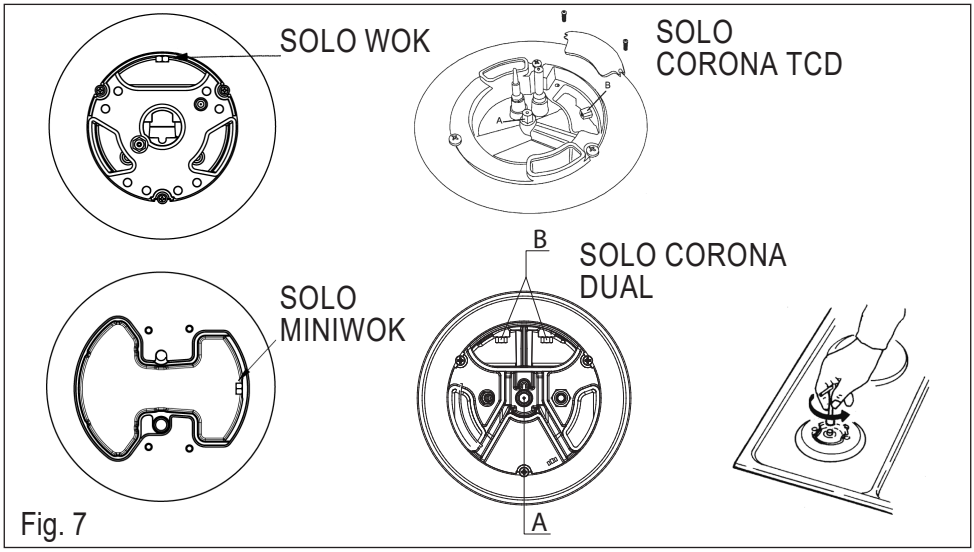

Fig. 7
(Fig. 7) Se l'apparecchiatura risulta predisposta per un diverso tipo di gas da quello di alimentazione disponibile, si deve procedere:
- alla sostituzione degli iniettori (Fig. 7) con i corrispondenti al tipo di gas da utilizzare (vedi tabella "Caratteristiche utilizzatori").